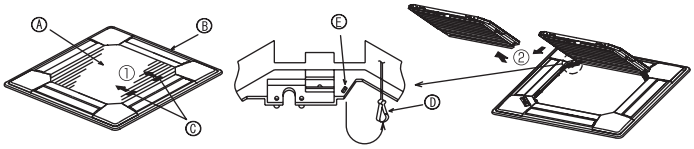
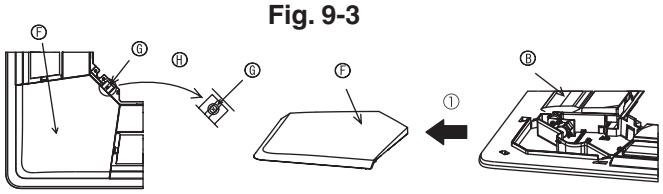

Fig. 9-3
Fig. 9-4
- Ⓒ Jauge ③ (insérée dans l'appareil)
9.2.1. Retrait de la grille d'admission (Fig. 9-3)
- Pour ouvrir la grille d'admission, faire glisser les leviers dans le sens indiqué par la flèche ①.
- Lorsque la grille se trouve en position « ouverte », retirer la charnière de la grille d'admission comme indiqué par la flèche ②.
9.2.2. Retrait du panneau en coin (Fig. 9-4)
- Retirer la vis du coin du panneau en coin. Faire glisser le panneau comme indiqué par la flèche ① pour le déposer.
[Fig.9-3] [Fig.9-4]